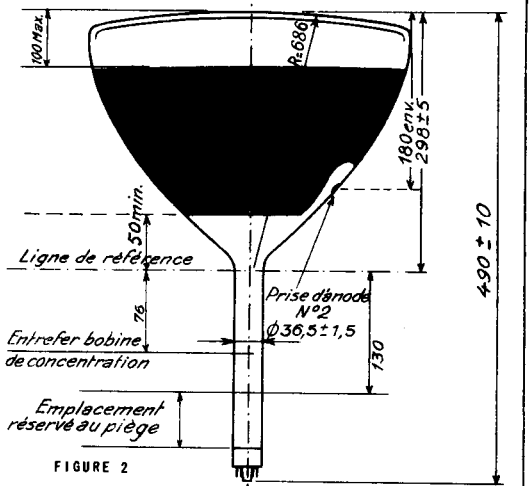

FIGURE 2
Encombrement *(voir figure 2)*	R.74-DC.1
Diagonale de l'écran *(voir figure 2)*	425 mm max.
La prise d'anode N°2 est située sur une des petites faces de l'ampoule, dans le plan méridien passant par les broches 6 et 12 (à ± 30° près) et du côté de la broche6 (voir figure 2).
- FIGURE 2 -